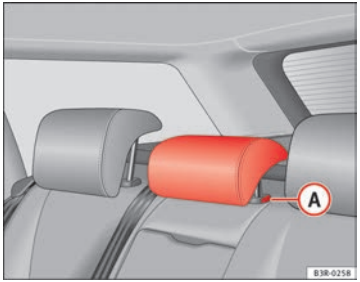

Fig. 112 Centre rear seat: Head restraints ▶
– Press button (A) ⇒ Fig. 112 and lower the head restraint.
– Press button (A) ⇒ Fig. 112 and pull out the head restraint.